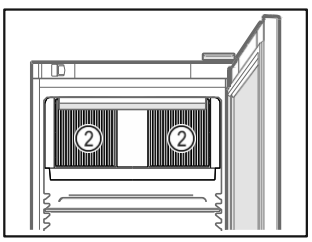

Fig. 40
- ☐ Lüftungsschlitze *Fig. 40 (2)* des Umluftgebläses im Innenraum freihalten.